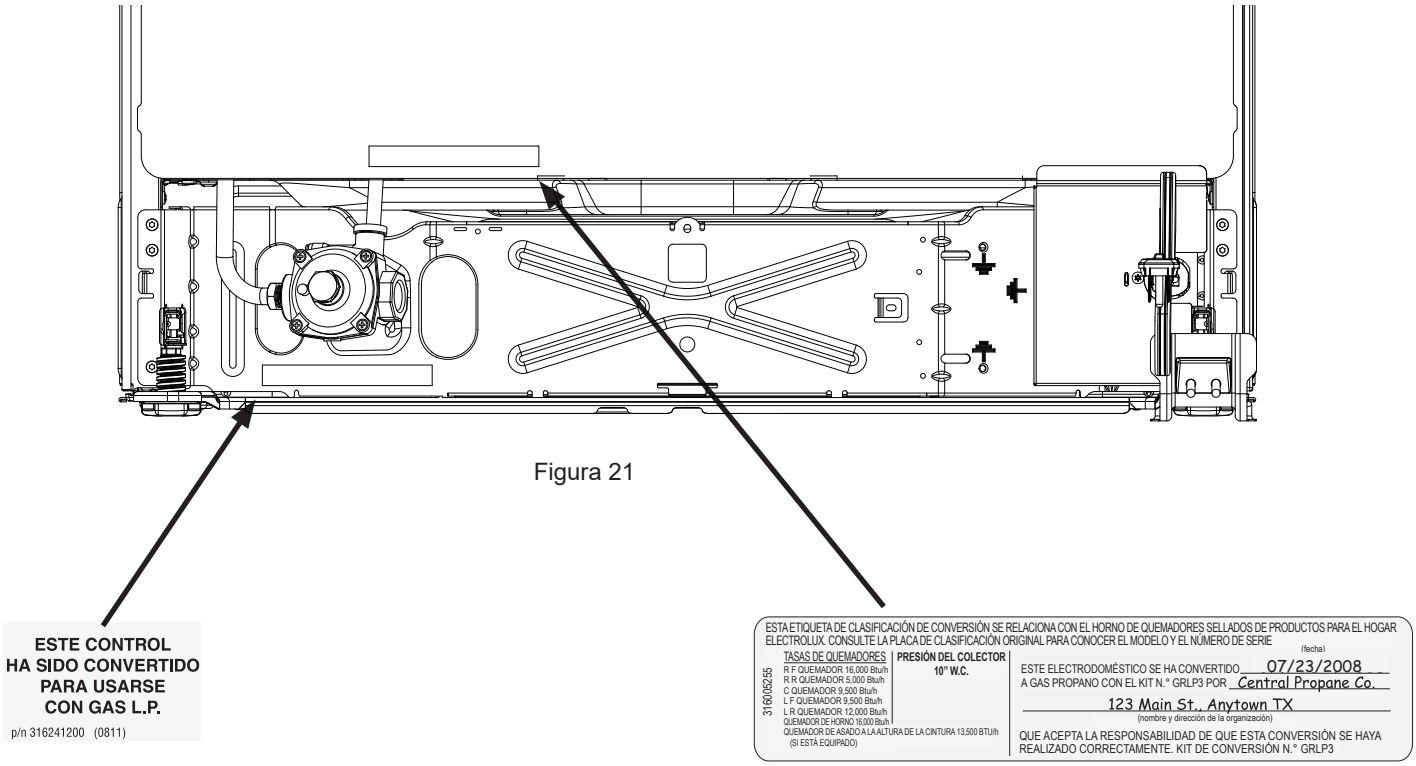

Figura 21
c. Coloque la placa nueva lo más cerca posible de la placa de clasificación/serie existente en el horno. Consulte las ubicaciones recomendadas que se muestran en la Figura 21.
d. Instale la etiqueta de conversión a L.P. del regulador en la ubicación que se muestra en la Figura 21.